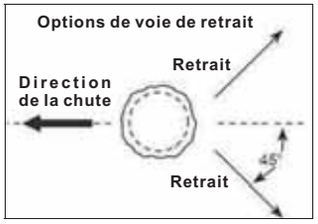

Fig.10
7.3 ABATTAGE D'UN ARBRE (FIG.10)